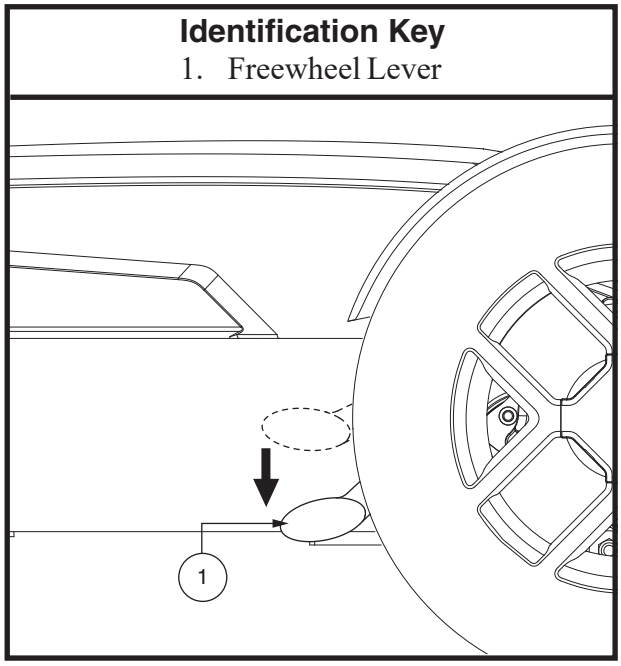

Figure 6. Freewheel Mode (Drive Disengaged)
3. Push both levers downward to disengage the drive motors (freewheel mode). **See figure 6.**